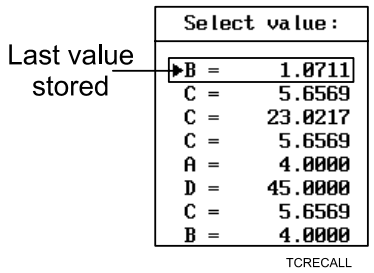

Figure 3-4, Triangle Calculator Recall Pop-up
3. Highlight the **Triangle Calculator** template and press **ENTER**. The Triangle Calculator memory selection pop-up is displayed. Refer to Figure 3-4, Triangle Calculator Recall Pop-up.